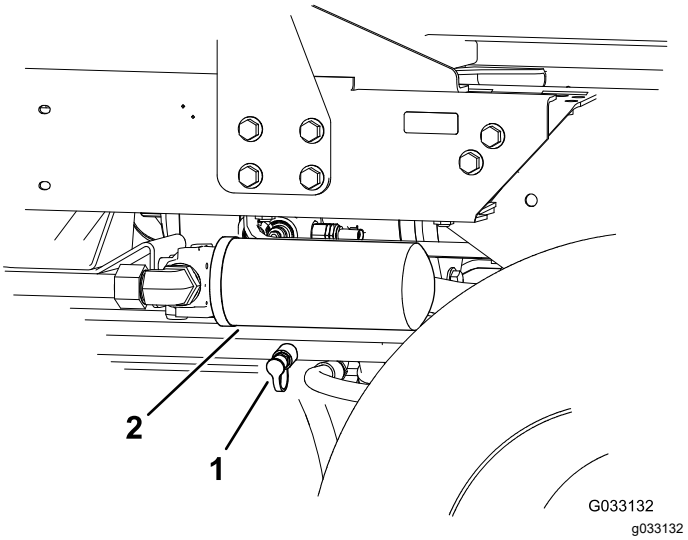

Figur 40
2. Anslut en hydraulslang mellan diagnoskopplingen som monterades i det bakre grenröret och tryckkontrollporten för backdrift (Figur 40).